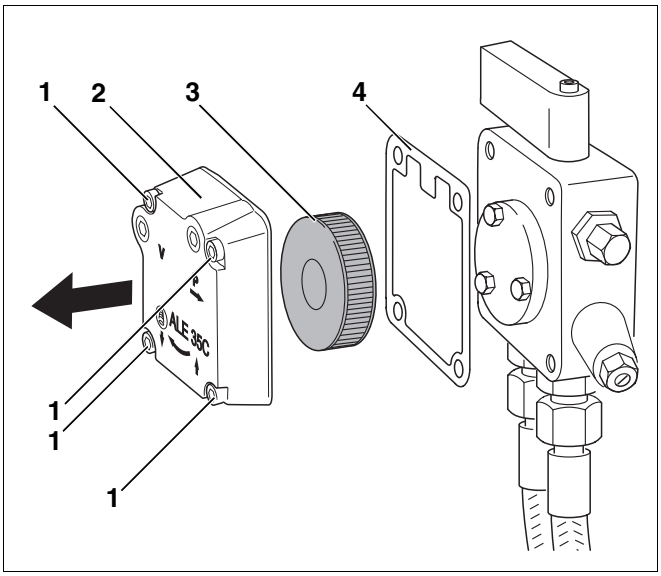

Abb. 22 Ölpumpenfilter prüfen – Ölpumpe Suntec
- Die vier Innensechskantschrauben (Abb. 22, **Pos. 1**) lösen.
- Gehäusedeckel (Abb. 22, **Pos. 2**) abnehmen.
- Ölpumpenfilter (Abb. 22, **Pos. 3**) herausnehmen.
- Dichtung (Abb. 22, **Pos. 4**) auf Beschädigung prüfen und ggf. austauschen.
- Ölpumpenfilter (Abb. 22, **Pos. 3**) mit Waschbenzin reinigen, ggf. austauschen und wieder in die Ölpumpe einbauen.